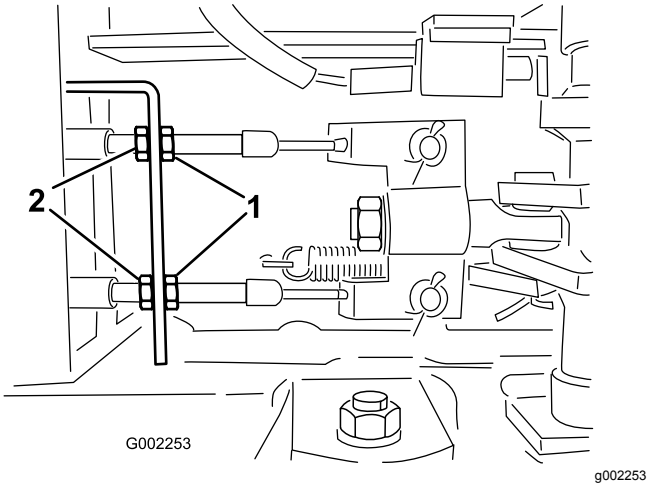

図 84
5. ブレーキケーブルの車両前端側にある前ナットをゆるめる (図 84)。
6. 後ナットを均等に締めて、ブレーキペダルの遊びを10-20 mm に調整する図 84。